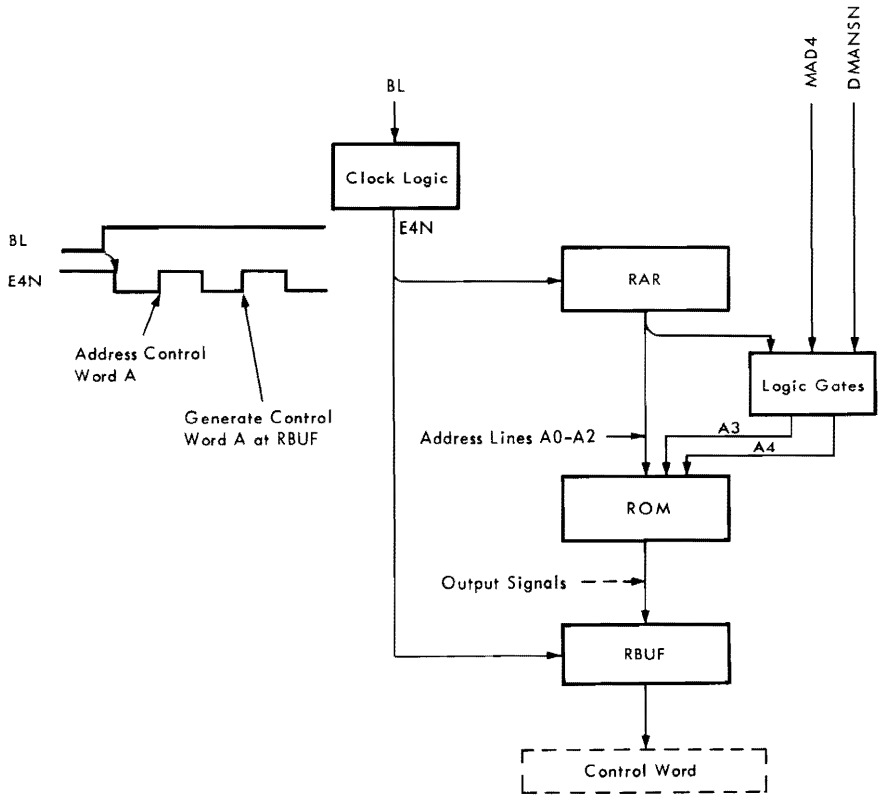

Figure 1-3 Control Word Generator
1.5 Control Word Generation Logic (Figure 1-3)